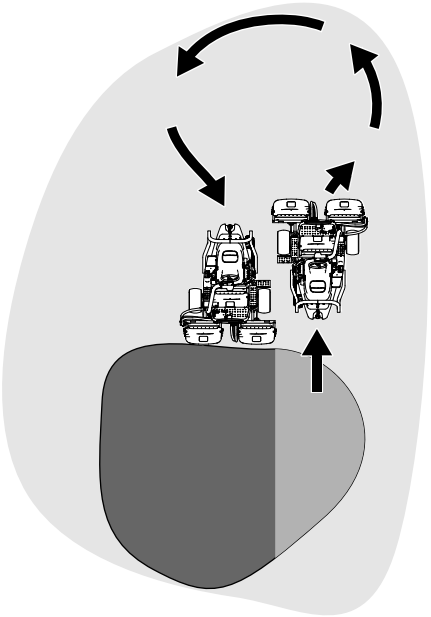

**Figur 25**
6. Du kan förkorta arbetstiden och underlätta uppställningen inför nästa klippvända genom att tillfälligt vända maskinen i motsatt riktning och sedan vända den i riktning mot den oklippta delen. Den här rörelsen utgör en droppformad sväng (Figur 25) som snabbt placerar dig i läge för nästa klippsträcka.